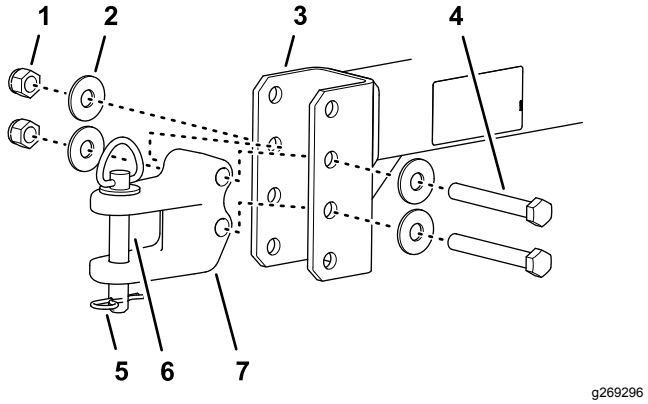

**Figur 5**
1. Placer bugsertrækkets gaffelbolt på anhængerens trækstang, så trækstangen er plan med traktionsenhedens trækstang (Figur 5).
2. Monter bugsertrækkets gaffelbolt på trækstangen med 2 maskinskruer, 4 spændeskiver og 2 låsemøtrikker (Figur 5).
4. Fastgør bugsertrækket til trækstangen ved hjælp af koblingstappen (Figur 5).